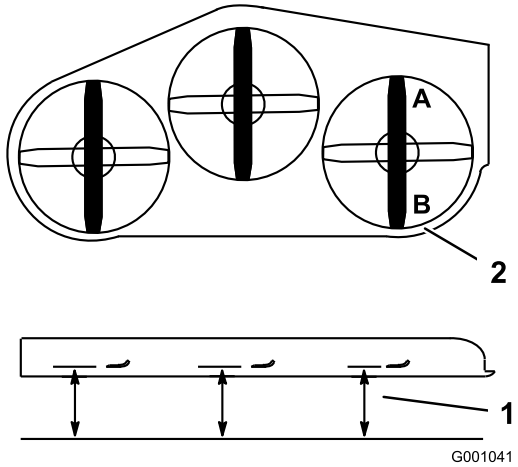

Figur 82
1. Ställ in den högra knivens främre-bakre lutning (Figur 82).
2. Mät den högra kniven vid punkt **A**, från en plan yta till knivens egg (Figur 82).
4. Mät den högra kniven vid punkt **B**, från en plan yta till knivens egg (Figur 82).
6. Gräsklipparkniven ska vara ca 6 till 10 mm lägre vid punkt **A** än punkt **B** (Figur 82). Fortsätt till nästa steg om detta inte är korrekt.